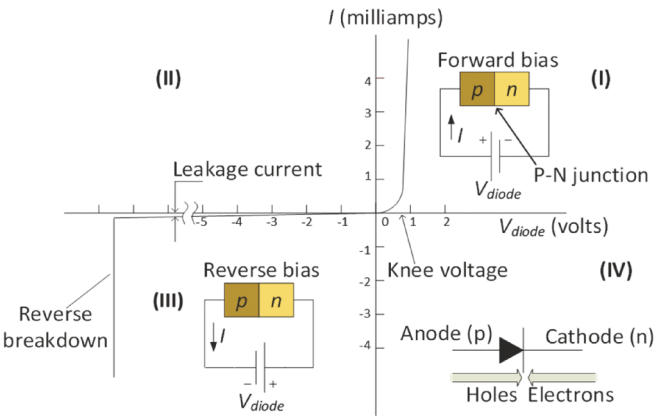
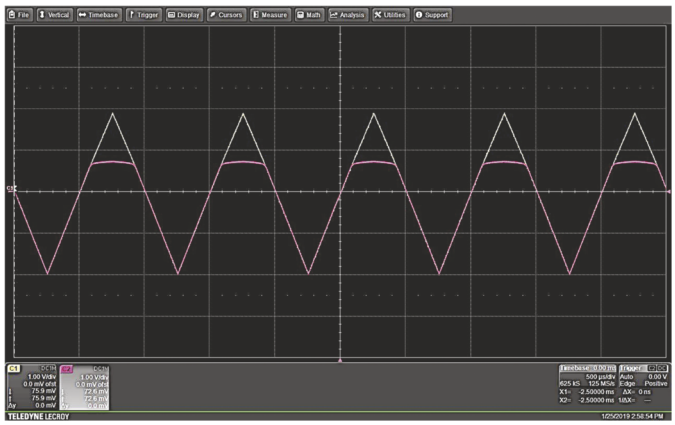
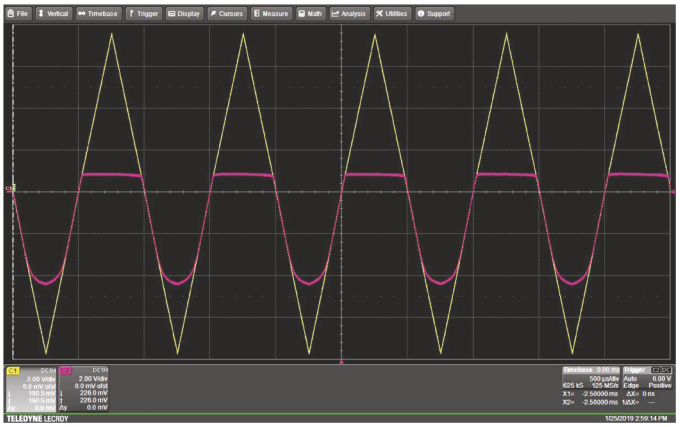

**FIGURE 7.11** Repeated. ⏎
**FIGURE 7.39** (Step 2) Waveforms of input voltage and clipped diode voltage. ⏎
**FIGURE 7.40** (Step 2) Waveform for diode voltage clipped in the forward and reverse voltage directions.
Here is a review to help you understand and interpret today's lab. (Refer to Fig. 7.11, repeated.) When the input voltage is positive, the diode is "*forward-biased,*" and if the voltage is larger than the turn-on (or knee) voltage, $V_t$, of the diode, a current passes through it. $V_t$ for a Si diode is around 0.6 V to 0.7 V. When the input voltage is negative, the diode is "*reverse-biased*" and the diode does not allow current to pass (ignoring breakdown).
2. **Observing $V_t$ of the Si diode.** Start with a *triangle* wave with $V_{in}$ = 1 $V_{pp}$ at 1 kHz. View CH1 and CH2 simultaneously. Be sure the scale is the same V/div on both channels. Also, be sure to press the **Vertical** knob to set the vertical offset to zero. For $V_{in}$ below about 0.5 V or so, the diode voltage is below the threshold, as seen in Fig. 7.11, and almost no current flows.
Continue to increase $V_{in}$ slowly. At some voltage, the input (CH1) will exceed the diode turn-on voltage (CH2). At what voltage does that happen? Continue increasing $V_{in}$. The voltage across the diode plateaus (i.e., maxes out and stays approximately constant) in the forward direction while the diode voltage less than that and in the reverse direction is the same as the input voltage, as seen in Fig. 7.39. What is the plateau voltage? How is that voltage related to $V_t$? As $V_{in}$ increases beyond the turn-on voltage of about 0.6 V (in one direction), the diode begins to conduct current, and its forward voltage is limited to about $V_t$. That is called **clipping**. Again, this is the
effect of Fig. 7.11 that shows that current increases very quickly just at the turn-on voltage in the forward bias. As a result, there is a relatively large range of currents for which the diode voltage hardly changes; the diode voltage now looks like a truncated triangle wave, i.e., the positive peaks are clipped, as shown in Fig. 7.39. Explain why the two curves overlap for all voltages less than the turn-on voltage, and in the reverse direction.
Now increase $V_{in}$ to 16 $V_{pp}$, or 8 $V_p$ negative. See Fig. 7.40. (Make sure you have the scale, volts/division, high enough to see the features.) Now the negative peaks in the diode voltage start to clip at $V_{br}$ (the breakdown voltage), which is around 4 V. This is because the diode is undergoing reverse breakdown (again, see Fig. 7.11), and now current is flowing through the diode and the resistor, but in the reverse direction.
7. **Displaying an X-Y plot of a diode characteristic.** In this step you will observe the current-voltage, or *I–V*, characteristic (curve) of the Zener diode. The *I–V* curve is a plot of the current through the diode as a function of the voltage across the diode, as shown in Fig. 7.11 and explained in Sections 7.4.5 and 7.4.6. Also, review Section 7.4.6.1 if you haven't read it carefully. Oscilloscopes always offer a mode called "X-Y" that replaces the time base with a voltage source, and therefore plots one voltage versus another voltage. You know that the voltage across a resistor is proportional to the current through it. That will be the 'Y' in your 'X-Y' plot. The 'X' will be the voltage across the diode.